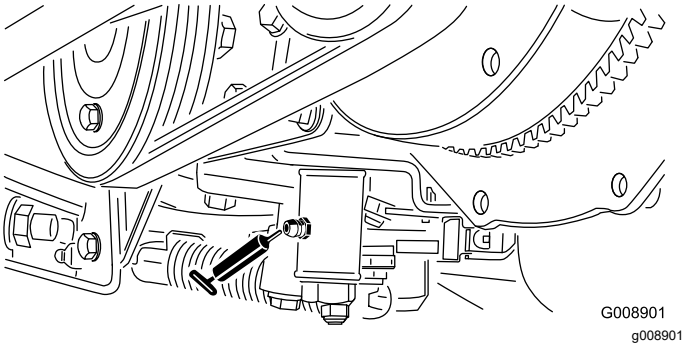

**Figur 67**
2. Placera domkraften för att lyfta upp maskinens bakre del under bakhjulsmotorn. (Figur 67).
- Justeringsmekanism för neutralläge (Figur 67)